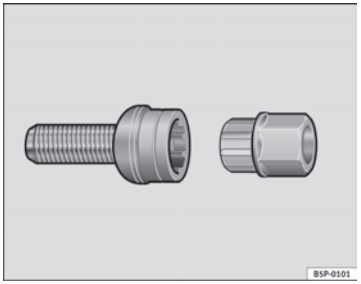

Fig. 199 Anti-theft wheel bolt
– Insert the adapter onto the wheel bolt and push it on as far as it will go ⇒ Fig. 199.